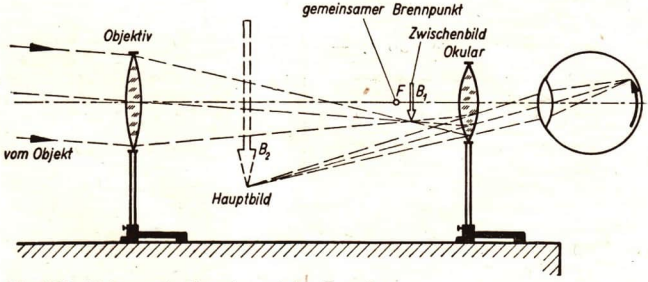

Abb. 169/1. Wirkungsweise des astronomischen Fernrohres
a) Das astronomische Fernrohr. Abbildung 169/1 zeigt das Modell eines astronomischen Fernrohres. Von einem weit entfernten Gegenstand wird durch das Objektiv *in der Nähe des Brennpunktes ein umgekehrtes reelles verkleinertes Bild entworfen.* Dieses *Zwischenbild* wird mit Hilfe des Okulars betrachtet, das als Lupe wirkt. Man erhält ein *virtuelles Endbild*, das größer als das Zwischenbild ist. Gegenüber dem Gegenstand ist das Endbild umgekehrt und kleiner als dieser. Die Wirkung des Fernrohres beruht darauf, *daß das verkleinerte Zwischenbild nahe an das Auge gebracht werden kann.* Die Lage des Zwischenbildes ist von der Gegenstandsweite abhängig. Das Okular ist deshalb verstellbar, damit sich das Zwischenbild stets innerhalb der einfachen Brennweite des Okulars befindet. Um ein lichtstarkes Bild zu erhalten, wird der Objektivdurchmesser möglichst groß gewählt. Wenn nämlich viel Licht vom Gegenstand in das Fernrohr fällt, ist das Bild sehr hell. Da bei Erdbeobachtungen